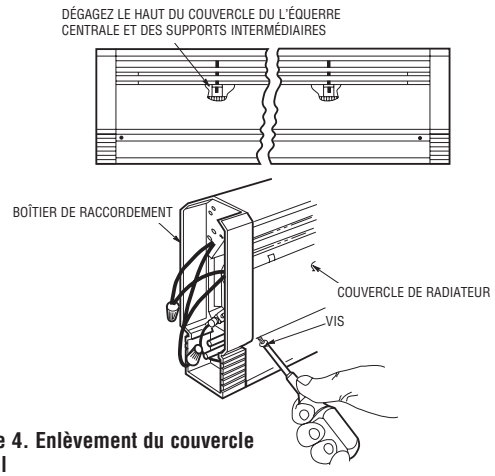

**Figure 4. Enlèvement du couvercle frontal**
4. Enlevez le couvercle frontal du radiateur en ôtant les vis aux angles inférieurs. Tirez le bas du couvercle vers l'extérieur et soulevez son haut pour dégager le boîtier de raccordement. Recommencez du côté opposé. Dégagez le haut du couvercle du l'équerre centrale et des supports intermédiaires. Voir la Figure 4.